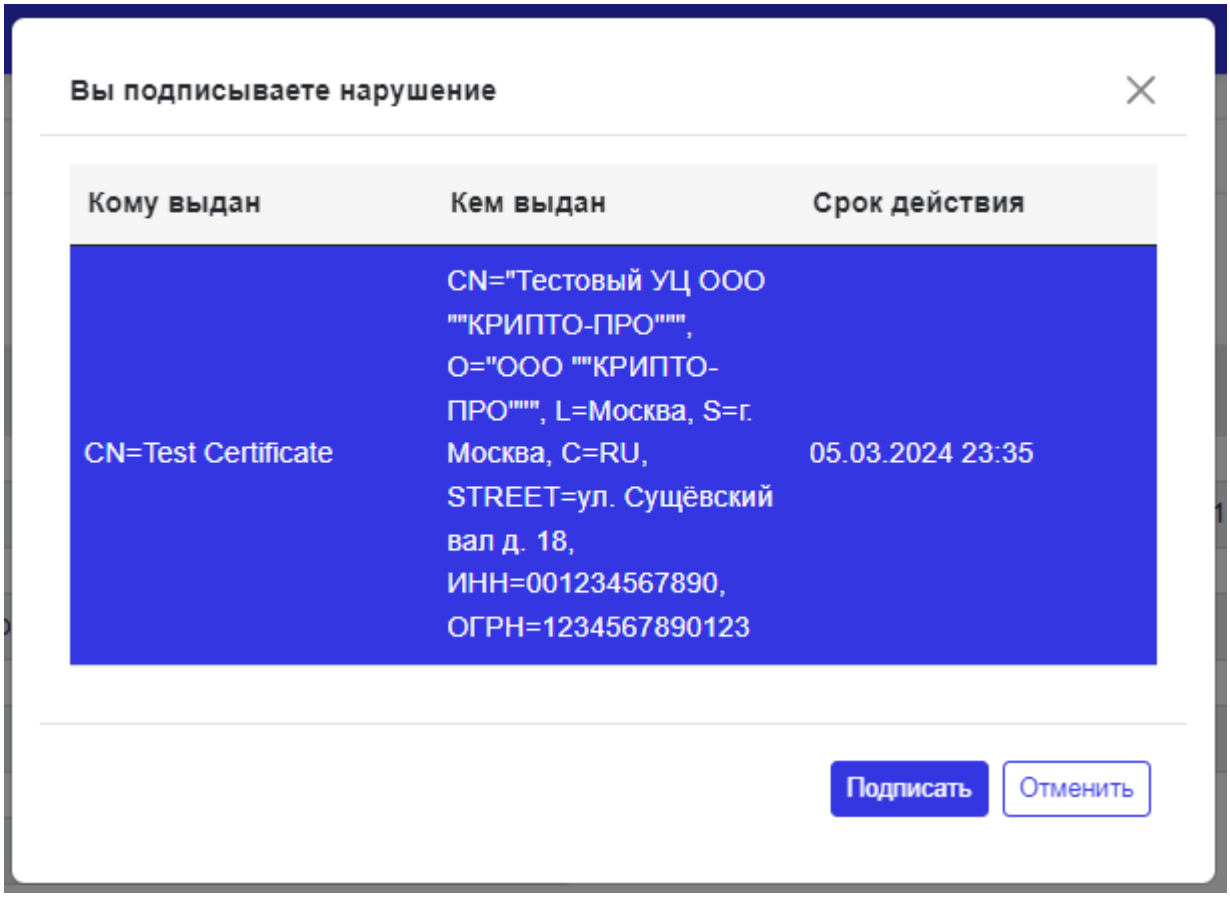

Рисунок 14 – Выбор сертификата ЭЦП
12. Для направления нарушения в СПО нажать «Подписать и отправить» на форме раздела «Проверка иных данных», подтвердить действия кнопкой «Отправить» во всплывающем окне «Подтвердите отправку данных», выбрать необходимый сертификат ЭЦП (Рисунок 14) и подтвердить действие;
5. Выбрать необходимый сертификат ЭЦП и подтвердить действие (Рисунок 14).